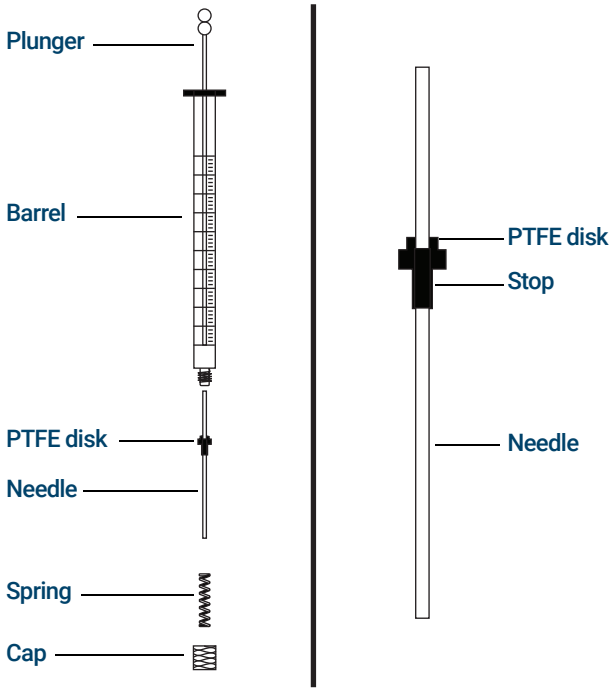

Figure 51. Syringe parts
To insert a needle into a syringe barrel (**Figure 51**):
2. Make sure the needle has a PTFE disk (**Figure 51**). If the syringe barrel does not have the PTFE disk, use the instructions in the syringe box to wrap the needle yourself.